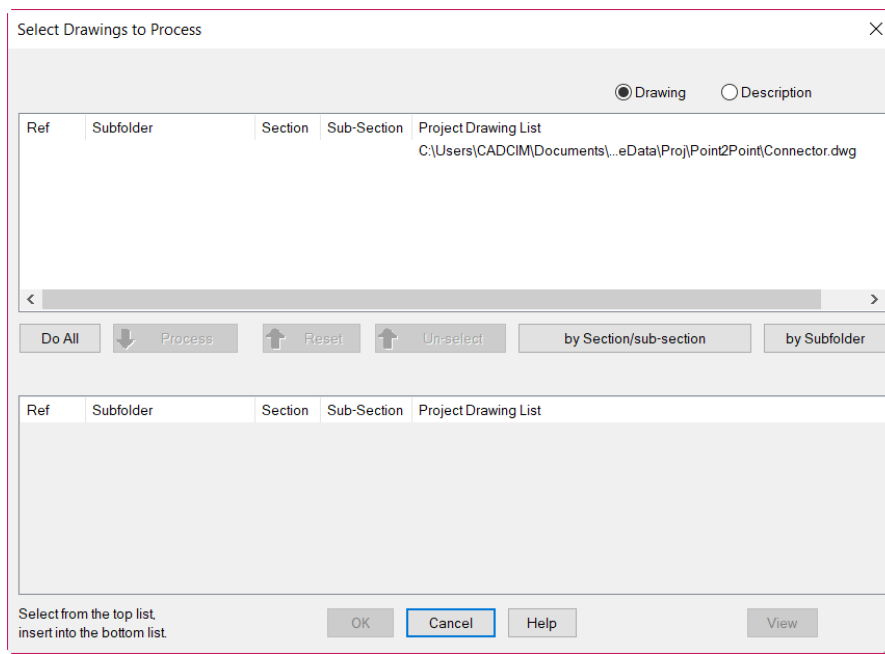

***Figure 2-70** The **Select Drawings to Process** dialog box*
5. Now, choose the **Save** button; the **Select Drawings to Process** dialog box is displayed, as shown in Figure 2-70. In this dialog box, choose the **Do All** button and then the **OK** button; the **Copy Project: Step 4 -- Enter Base Path for Project Drawings** dialog box is displayed.